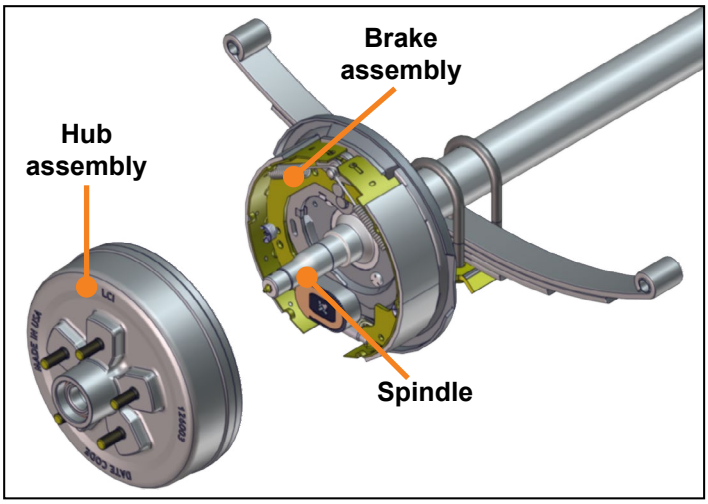

Fig.7
8. Place hand over nose of hub during removal to contain outer bearing lug or remove outer bearing cone prior to removal of hub. Remove the hub from the spindle **(Fig. 7)**.